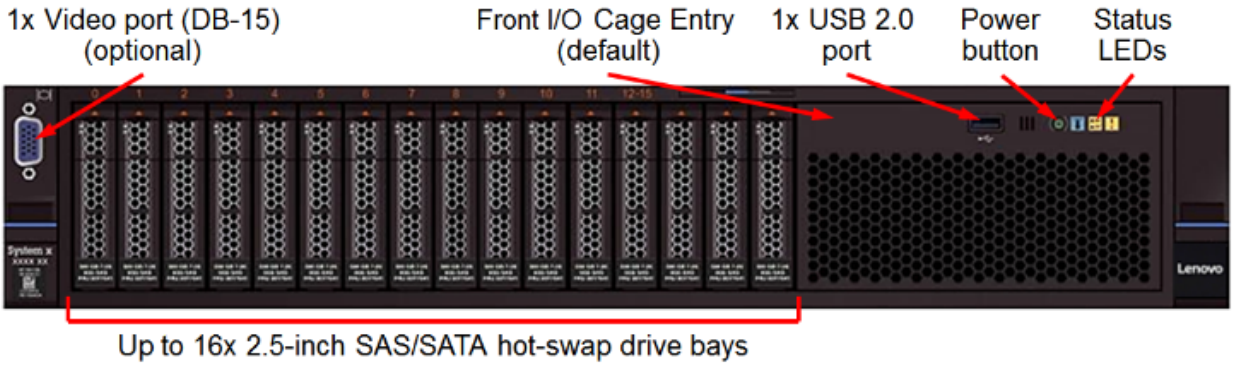

**Figure 8: x3650 M5 with 16x 2.5-inch drive bays and Front I/O Cage Entry front view**
**Figure 8** shows the front view of x3650 M5 with up to 16x 2.5-inch drive bays and front I/O cage entry (default).